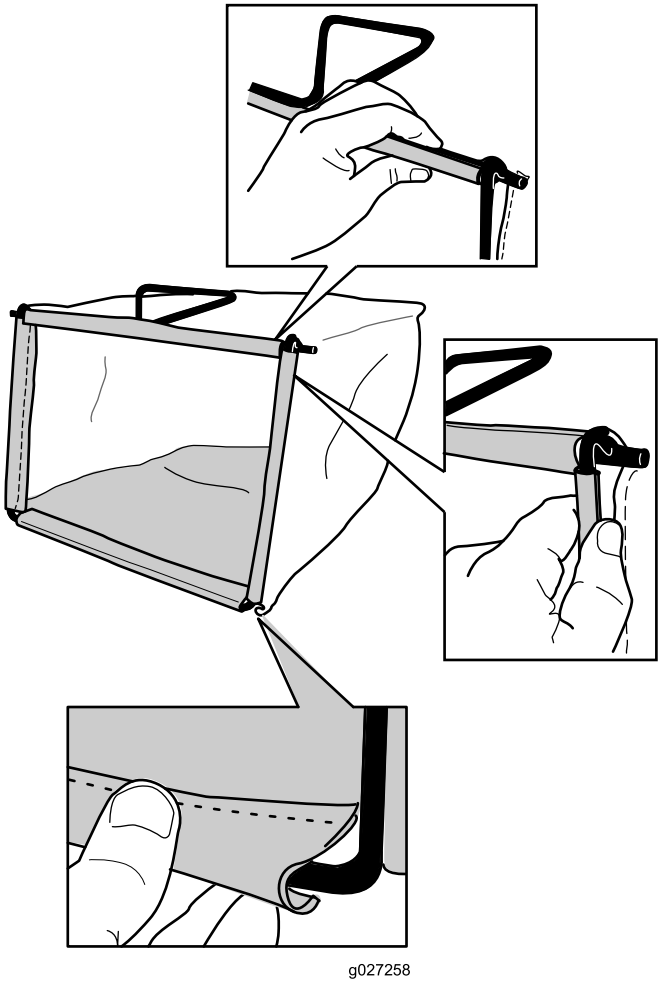

Figur 10
2. Hekt bunnen på posen fast til rammebunnen (Figur 10).
3. Hekt topp- og sidekantene av posen fast til henholdsvis toppen og sidene av rammen (Figur 10).